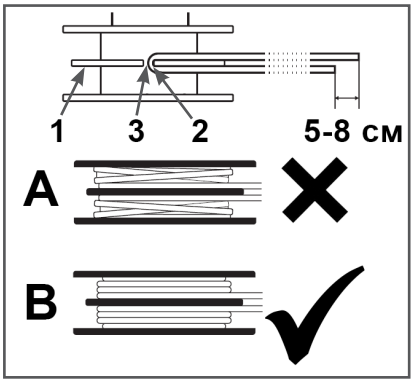

Рис. 14 Установка корда в катушку
2. Отрежьте 3-4 метра корда. Используйте триммерный корд диаметром 1,6 мм. Сложите корд пополам и вставьте его в паз катушки (Рис. 14). Направление намотки корда указано на катушке. Намотайте концы корда плотно с натягом в канавки катушки. Правильная намотка корда показана на Рис. 14В.